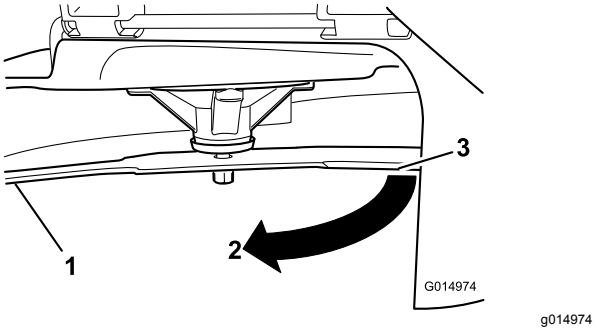

Figur 52
3. Målt afstand mellem skærekniven og overfladen (A)
4. Drej samme skærekniv 180 grader, så den modsatte skærekant nu befinder sig i samme position (Figur 52).